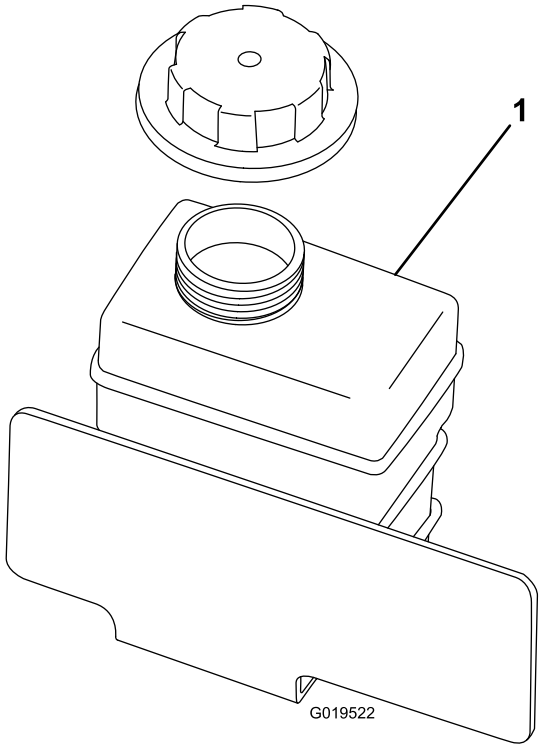

Figuur 17
2. Controleer het koelvloeistofpeil bij de reservetank (Figuur 17). De koelvloeistof dient tot de onderkant van de vulbuis te reiken.